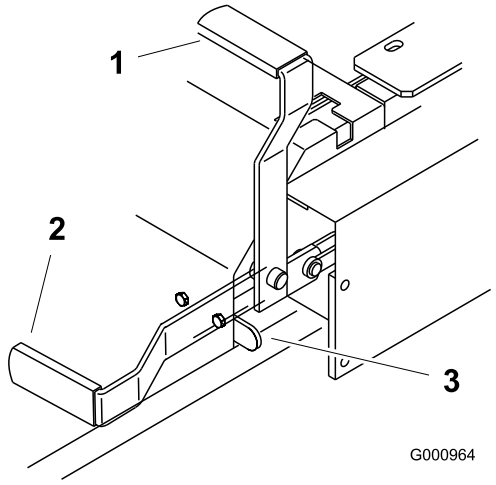

**Figuur 11**
2. Trek de parkeerrem naar achteren en omhoog om deze in werking te stellen (Figuur 11). De parkeerremhendel moet vast blijven staan op Ingeschakeld.
Duw de parkeerremhendel naar voren en naar beneden om de parkeerrem vrij te zetten (Figuur 11). De parkeerrem is uitgeschakeld en de hendel zit tegen de aanslag van de rem.